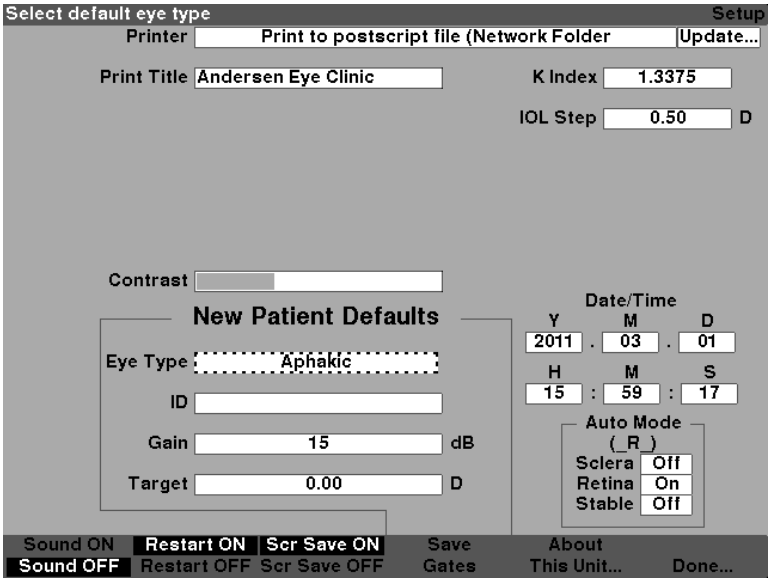

Figure 5-43 New Default Eye Type Selected
3. Within the Default Eye Type field, rotate the knob to select one of the pre-entered Eye Types as shown in Figure 5-43 below